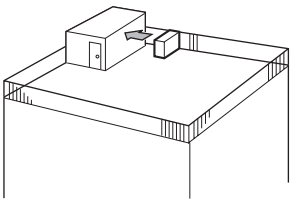

Fig. 2-3
(1) Positionner la sortie d'air vers le mur le plus proche et à environ 500 mm, 19-11/16 pouces de celui-ci. (Fig. 2-3)